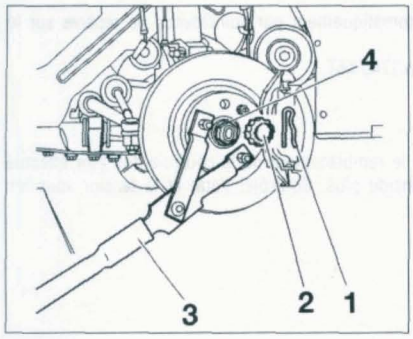

Figure 4-1
- l'épingle (1) **(figure 4-1)**.
- la rondelle frein (2).
• À l'aide d'un outil approprié (3), immobiliser le moyeu en rotation puis déposer l'écrou de transmission (4).